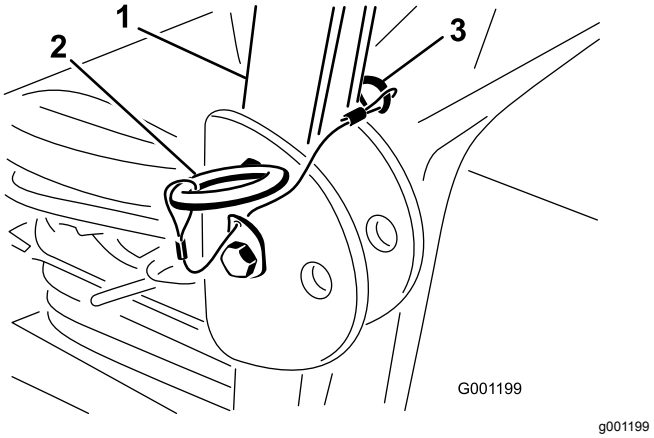

**Figur 8**
1. Fjern splitterne og de to pinde fra styrtbøjlen (Figur 8).
2. Hæv styrtbøjlen til oprejst position, monter de to pinde, og fastgør dem med låseclipsene (Figur 8).